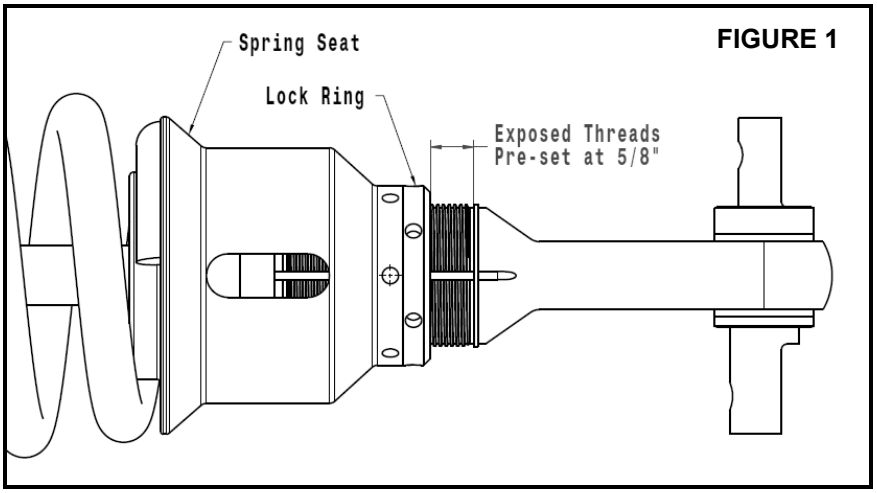

FIGURE 1
D. Break the spring seat lock ring loose with the supplied spanner wrenches. Refer to Figure 1 below.